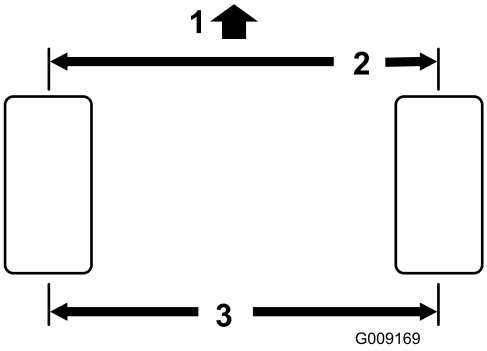

Figur 56
2. Mål afstanden fra midte til midte (i akselhøjden) på de styrende dæk, foran og bag akslen (Figur 56).